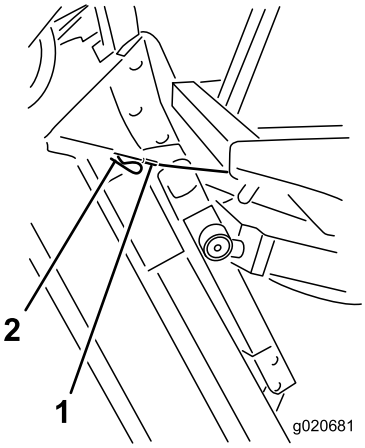

Figur 76
6. Fäst vajeränden på tappen på klippenhetens lyftarm och säkra den med hårnålssprinten samtidigt som du håller klippenheten upprätt (Figur 76).